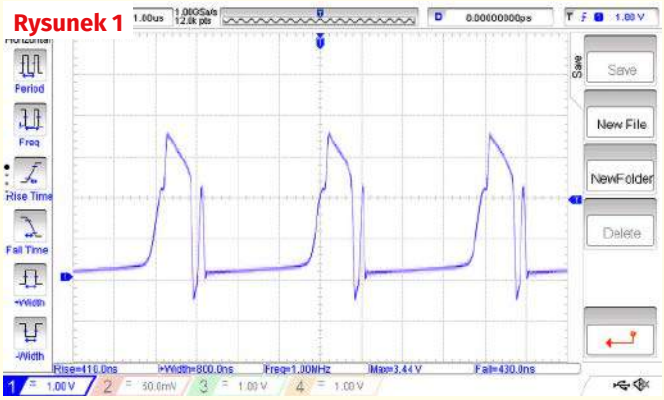
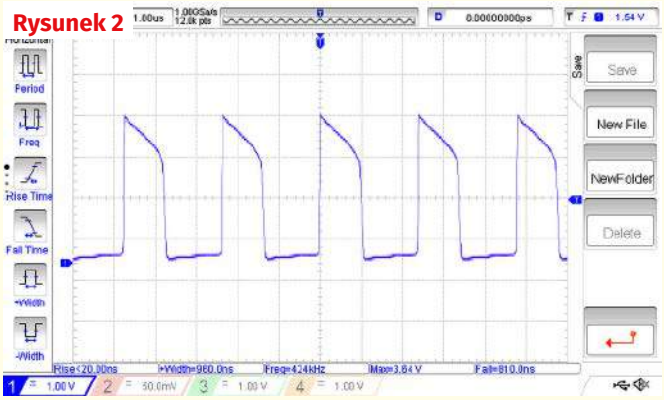

Rysunek 1
Rysunek 2
*samodzielnie wykonaną przejściówkę umożliwiającą współpracę układu scalonego w obudowie SOT23 z płytką stykową, dławik do montażu powierzchniowego DLG-0504-220 o indukcyjności 22 μH i prądzie znamionowym 1,11 A z dolutowanymi wyprowadzeniami oraz kondensator ceramiczny o pojemności 1 μF do montażu przewlekanego podłączony na wejściu (**fotografia 1**). Do testowania posłużyłem się zasilaczem laboratoryjnym. Pomiary wykazały, że mój egzemplarz przetwornicy uruchamia się przy napięciu wejściowym ok. 0,9 V, a drgania podtrzymywane są do minimalnego napięcia wynoszącego ok. 0,7 V. Dioda świeci wtedy słabo, a przebieg na jej wyprowadzeniach charakteryzuje się łagodnymi zboczami oraz oscylacjami (**rysunek 1**). Zwiększenie napięcia wejściowego do 1,3 V powoduje wzrost częstości generowanych drgań i wyraźną poprawę jakości przebiegu (**rysunek 2**). Należy zwrócić uwagę, że wewnętrzny algorytm oscyloskopu błędnie obliczył częstość przebiegu z rysunku 1; faktycznie wynosi ona ok. 250 kHz.*